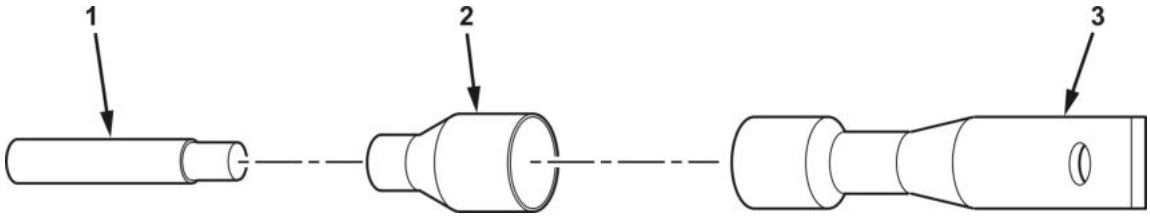

Figure 3. Terminal-Type Cable Connector Replacement.
1. Strip insulation from cable (Figure 3, Item 1) equal to depth of terminal (Figure 3, Item 3) well.
2. Slide insulator (Figure 3, Item 2) over cable (Figure 3, Item 1).
3. Insert cable (Figure 3, Item 1) into terminal (Figure 3, Item 3) well, and crimp.
4. Slide insulator (Figure 3, Item 2) over crimped end of terminal (Figure 3, Item 3).